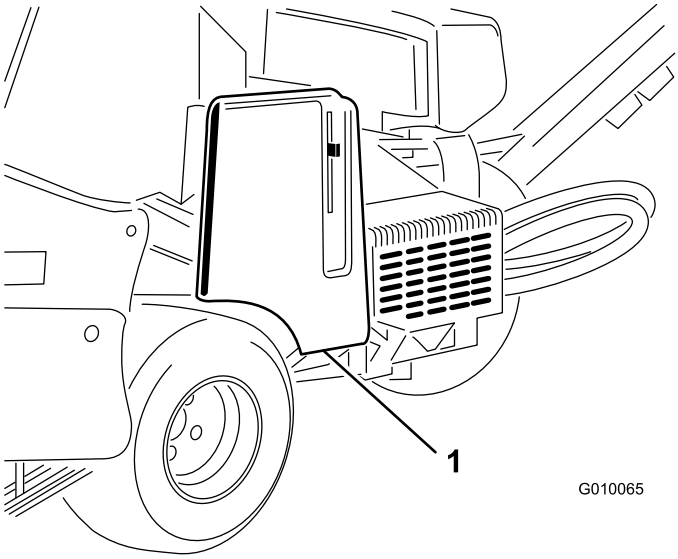

Figur 56
1. Lossa och ta bort remkåpan (Figur 56).